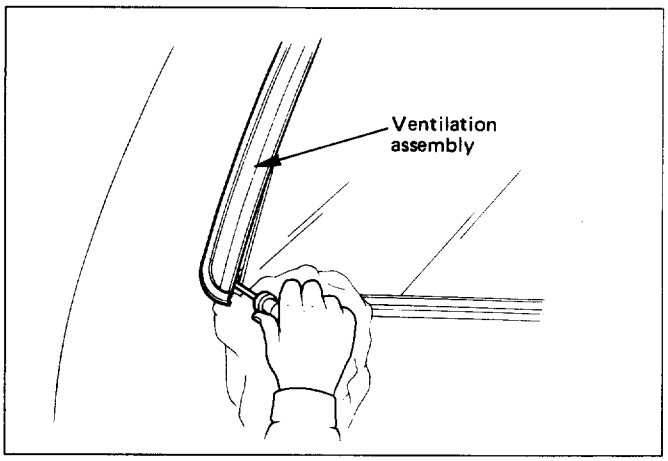

Fig. 10-137
- Pry the ventilation assembly retainers free from the body panel. (Fig. 10-137)